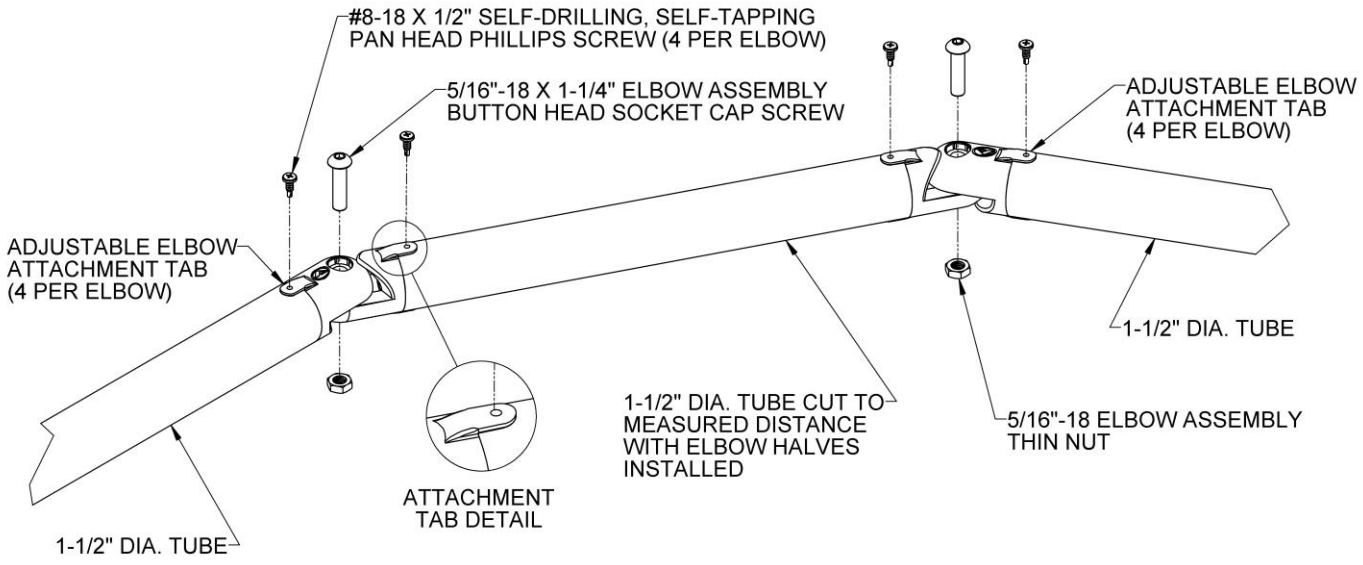

FIG. 2.3
2.9. Reassemble the adjustable elbow by inserting the 5/16”-18 elbow assembly screws and nuts back into the elbow and tighten securely (FIG. 2.3).
2.10. Drive four #10-18 x 1/2” self-drilling, self-tapping pan head Phillips screws into the divots in the four adjustable elbow attachment tabs. Tighten securely but use caution not to overtighten and strip the threads (FIG. 2.3).